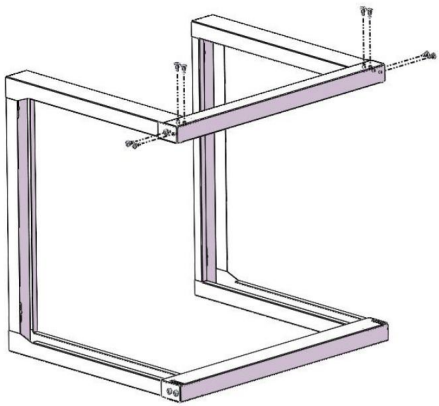

Figura 2
2. Inserte la viga transversal superior (2) en el soporte tipo U izquierdo (1) y en el soporte tipo U derecho (1), y fíjela con 8 tornillos de fijación de montaje M5 (4). Vea la figura 2.